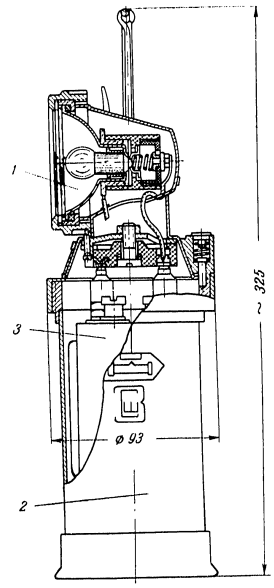

Fig. 1. Mining Inspectors' Accumulator Lamp JIAT-2
Mining Inspectors' Accumulator Lamps, type JIAT-2 (Fig. 1), are used for intensive illumination of limited areas of underground work in mines of all categories by inspectors. For this purpose, the headpiece of the Lamp comprises a headlight with a reflector, focusing light in a large solid angle in one direction.
The Lamp (Fig. 1) consists of three main parts: a casing (2), a headpiece (1) screwed to a jar and an alkaline accumulator (3), type 2 ШЖН-8.